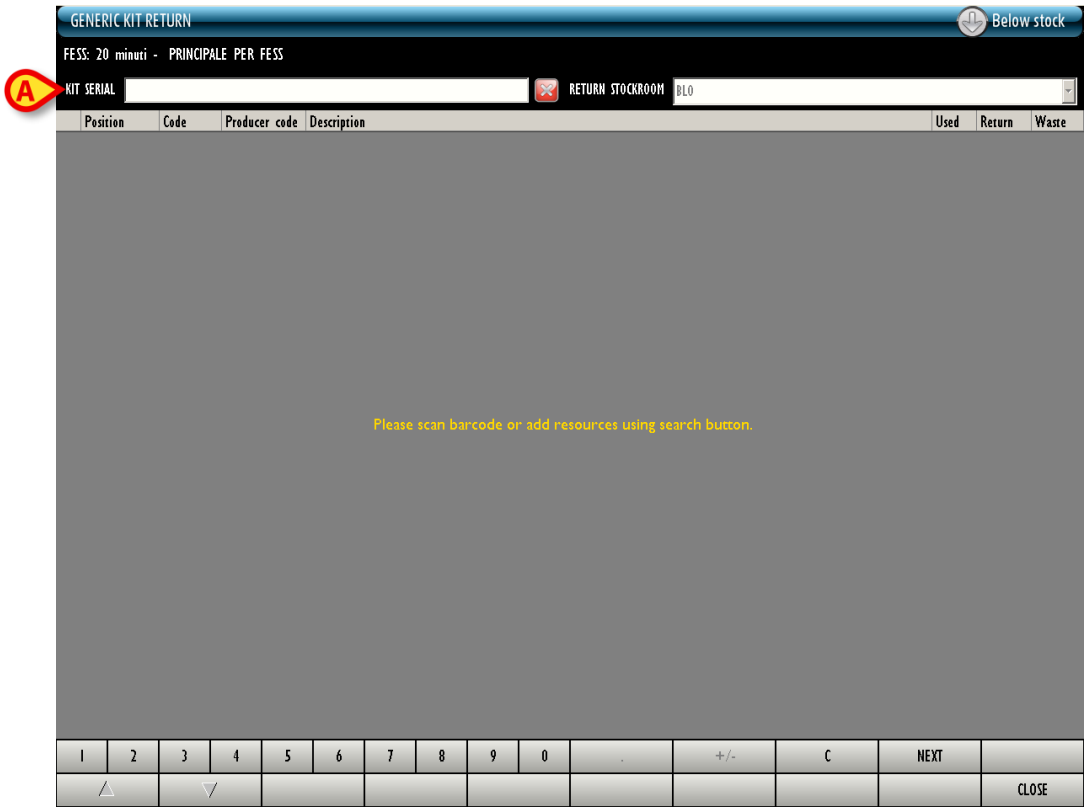

Fig 231 - Generic kit return
The following screen opens (Fig 231).
- Insert the kit serial number in the field indicated in Fig 231 **A**, (or scan the barcode of the kit).